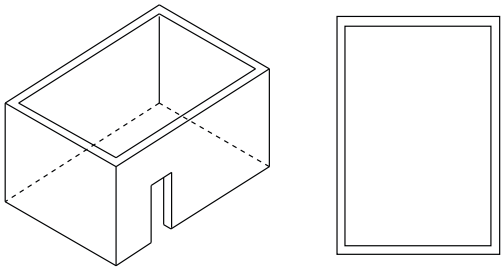

Fig. 01d - Enclosure with walls on all sides but no overhead cover.
- An enclosure with walls on all sides, but at least one premanent opening at ground level and no overhead cover. See Fig. 01d.